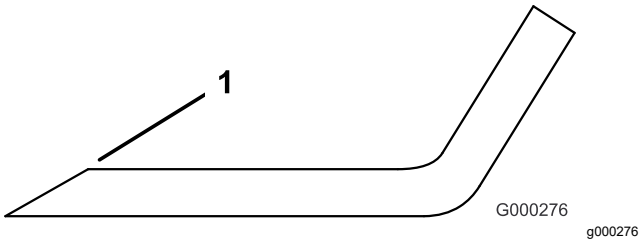

Figur 125
3. Undersøk eggene på alle kniver, og kvess eggene hvis de er sløve eller det er hakk i dem (Figur 125).
Merk: Slip bare den øvre delen av kniveggen, og oppretthold den originale klippevinkelen, for å sørge for at kniven forblir skarp (Figur 125). Kniven opprettholder balansen hvis like mye materiale fjernes fra begge kniveggene.